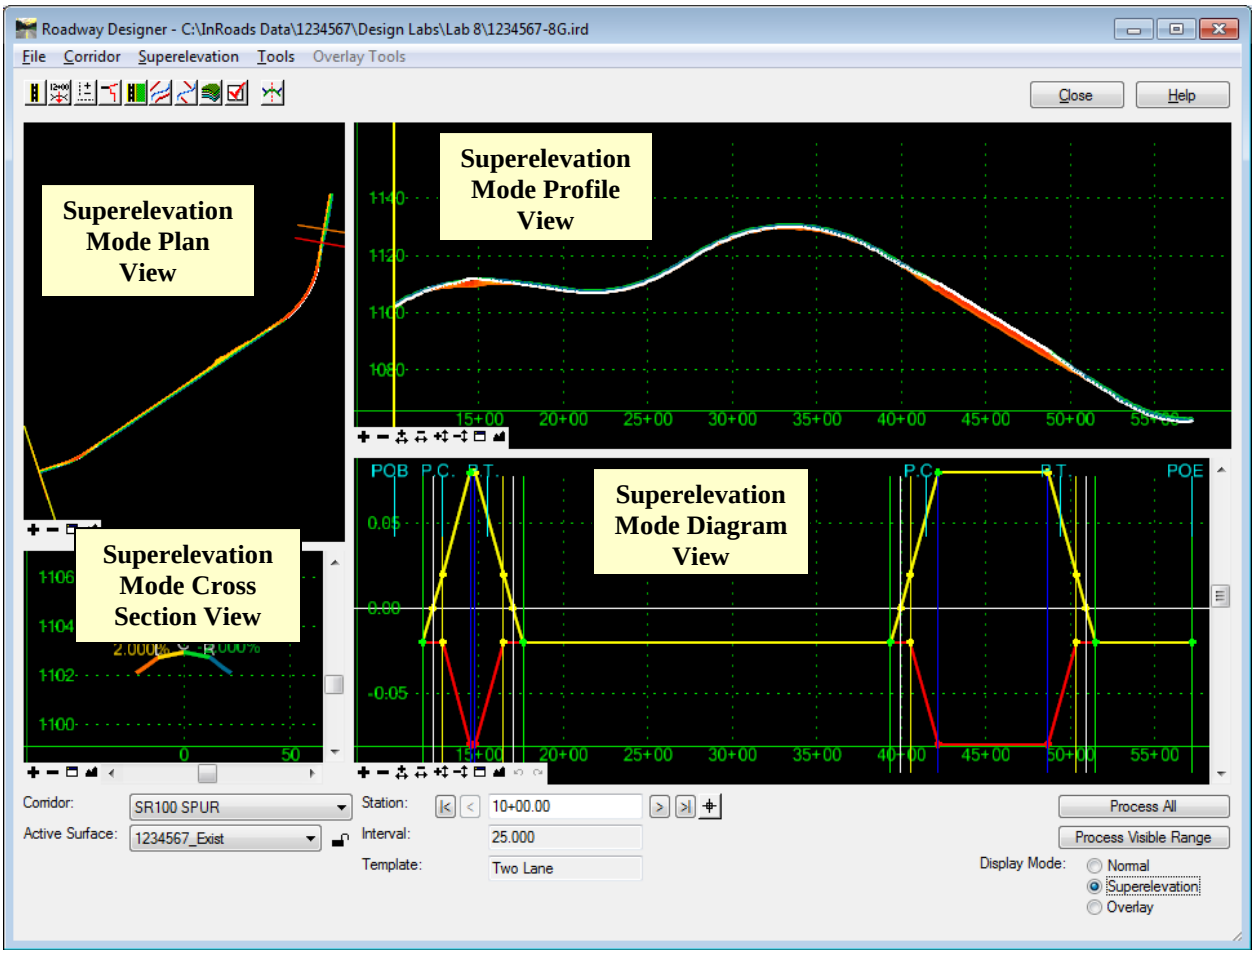

Figure L8-55 Roadway Designer – Superelevation Mode
96.	**Superelevation Editing is accomplished by Switching to the Superelevation Mode in the Roadway Designer. Switch to the Superelevation Mode.** • In the **Roadway Designer**, click the **Display Mode: Superelevation** radio button. The **Roadway Designer** Window switches from the Normal Mode to the Superelevation Mode as shown in *Figure L8-55*.
97.	**Each of the Views In *Figure L8-55* above are Color Coded to Depict the Cross Slope Steepness. Zoom in to the Superelevation Mode Plan View to see the Color Coding.** • **Zoom** into the Superelevation Mode Plan View as shown by the white square depicted in *Figure L8-56*. • Your view should look similar to that shown in *Figure L8-57*. • Explanation of colors: **COLOR** **SLOPE** **SIDE** o Green to Blue **0.5% to 10%** Sloping to the Right o Dark Blue **> 10%** Sloping to the Right o Yellow to Red **0.5% to 10%** Sloping to the Left o Dark Red **> 10%** Sloping to the Left o White **< 0.5%** Sloping to either Left or Right